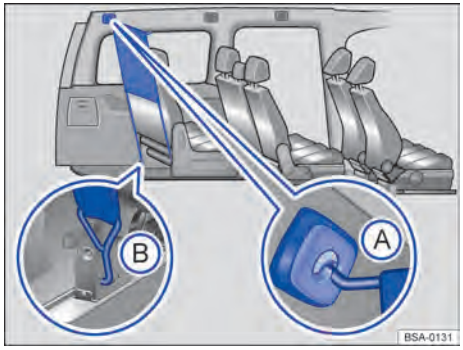

**Fig. 140** Red de separación montada detrás de la tercera fila de asientos.
1. Enganche la red de separación en el alojamiento *trasero izquierdo* del techo → fig. 140 Ⓐ. Asegúrese de tirar de la varilla transversal hacia abajo más allá de la posición superior.
3. Enganche la red de separación en la fijación del asiento → fig. 140 Ⓑ.